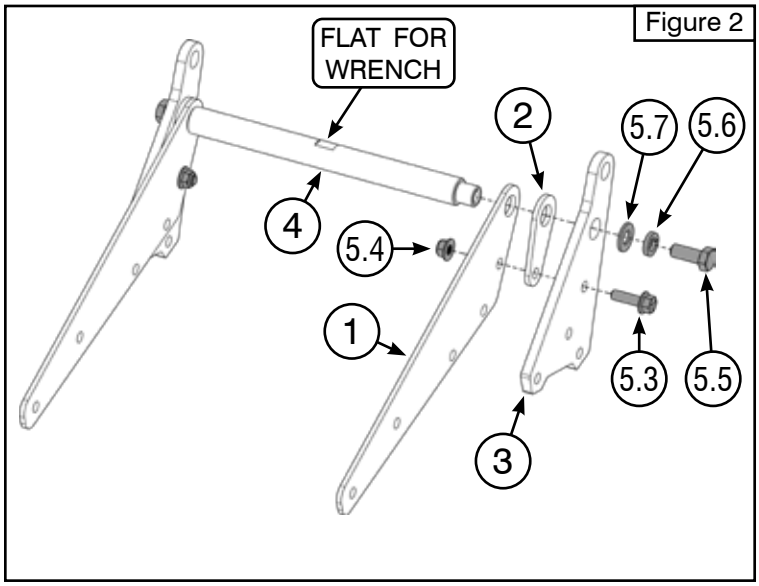

Figure 2
2. Loosely assemble gusset (1), spacer (2), and ear (3) onto rod (4) using bolts (5.5), lock washers (5.6), and flat washers (5.7). Refer to **Figure 2** for orientation.
3. Loosely install bolts (5.3) and lock nuts (5.4) through the ear (3), spacer (2), and gusset (1). See **Figure 2**.
Note: When tightening bolts (5.5), use a 7/8" wrench or an adjustable wrench on the flat spot of rod (4) to prevent it from rotating. See **Figures 2 and 4.**